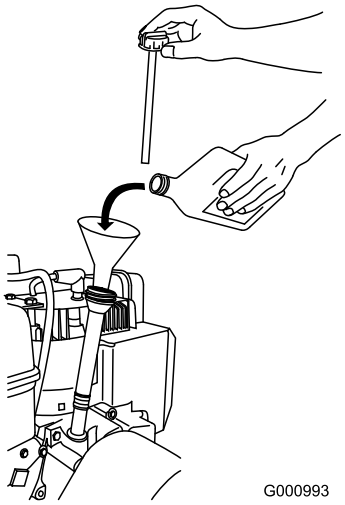

Figur 12
1. Ta ur oljestickan och fyll **långsamt** på olja i påfyllningsröret så att nivån höjs till markeringen Full på stickan. **Fyll inte på för mycket** (Figur 12).